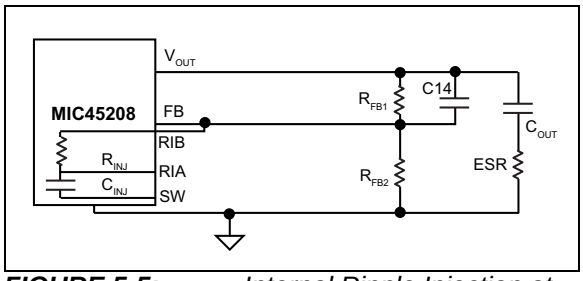

FIGURE 5-5: *Internal Ripple Injection at FB via RIB Pin.*
2. There is virtually inadequate or no ripple at the FB pin voltage due to the very low-ESR of the output capacitors; such is the case with the ceramic output capacitor. In this case, the V_{FB} ripple waveform needs to be generated by injecting a suitable signal. MIC45208 has provisions to enable an internal series RC injection network, R_{INJ} and C_{INJ}, as shown in Figure 5-5, by connecting RIB to the FB pin. This network injects a square wave current waveform into the FB pin, which by means of integration across the capacitor (C14), generates an appropriate sawtooth FB ripple waveform.